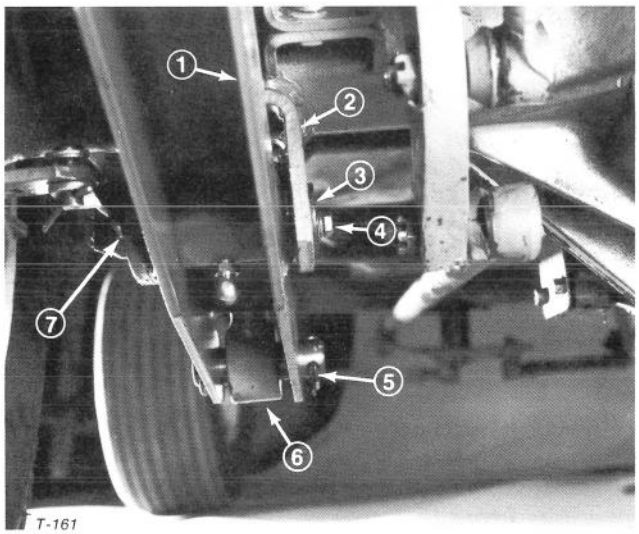

Figure 18
2. Align lift arm holes with cylinder rod hole, insert pin and secure with cotter pin (Fig. 18).